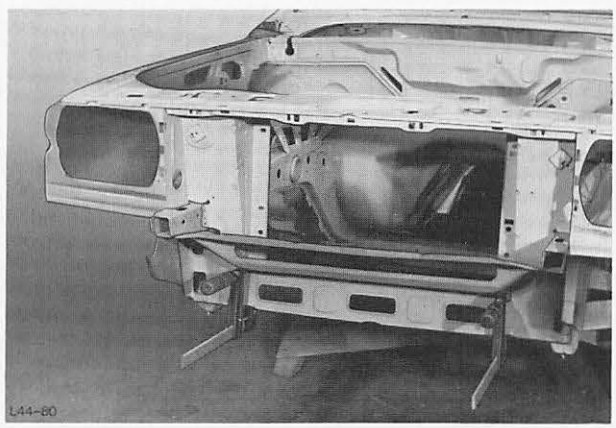

Abb. 76 Querträger befestigen
5. Querträger einpassen und mit Spannzangen bzw. Schraubzwingen befestigen, Abb. 76.